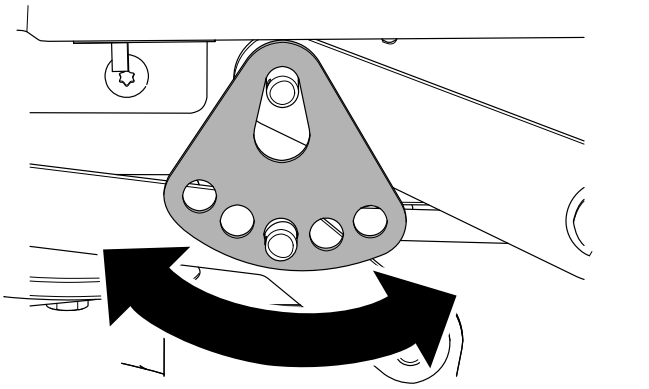

Figura 74
7. Gire la pletina de altura de corte hasta un orificio diferente, de modo que sostenga el peso de la carcasa del cortacésped después de instalar la pletina (Figura 74).
8. Instale la arandela y la chaveta (Figura 74).